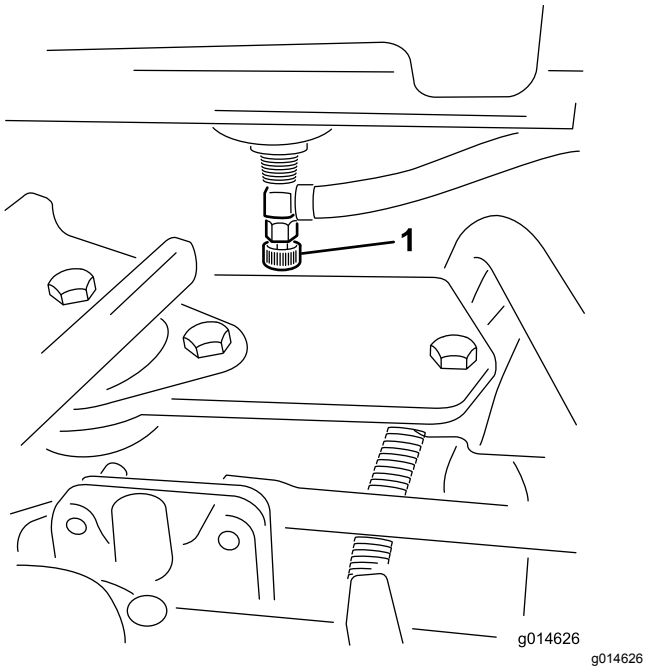

Figura 32
1. Feche a válvula de bloqueio do combustível (Figura 32) por baixo do depósito de combustível.